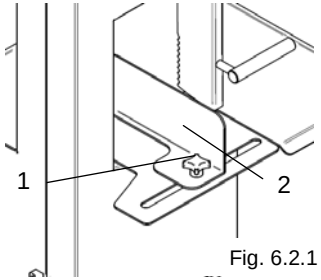

Fig. 6.2.1
6.2 - Regolazioni preliminari (fig. 6.2.1)